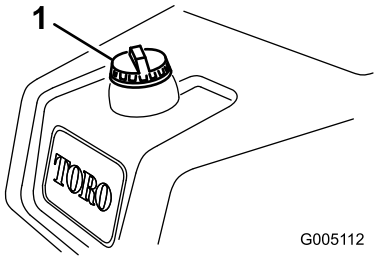

Figuur 23
1. Reinig de omgeving van de dop van de brandstoftank en verwijder de dop (Figuur 23).